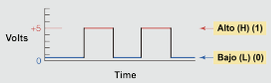

Figura 1-26. Representación gráfica de una señal digital
11. El sistema de números binarios es el que emplea el microprocesador de PLC y ordenadores (figura 1-26). Los dos dígitos corresponden a los dos posibles estados de una señal digital. Generalmente el estado apagado (OFF) o falso es representado por el número cero (0), y el estado prendido (ON), activado o verdadero es representado por el numero uno (1).